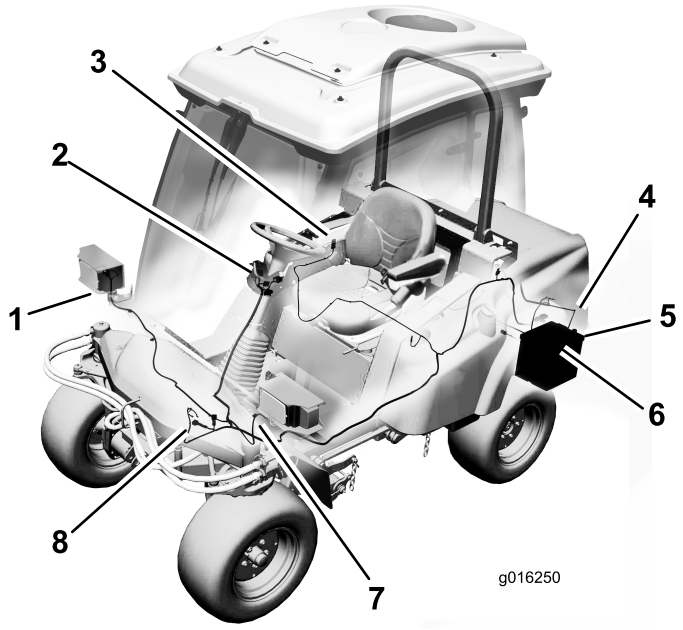

Figura 12
- Encaminhe os conectores de cablagem do farol esquerdo e direito ao longo da frente da plataforma de cada farol (Figura 12).
- Encaminhe a cablagem para a buzina e ligue os dois fios aos terminais (Figura 12).
- Retire os (2) parafusos que fixam o painel de controlo à cobertura do depósito.
- Eleve o painel de controlo e localize o conector de cablagem rotulado **Accessory (Acessório)** (Figura 12).
- Encaminhe e ligue o pequeno terminal de anel da cablagem ao bloco de ligação à terra (Figura 12).
- Encaminhe e ligue o terminal de anel da cablagem ao pólo positivo (+) da bateria (Figura 12).
4. Ligação da lâmpada traseira (2)
- Encaminhe a cablagem ao longo da cablagem existente e tubo da estrutura à cablagem da lâmpada traseira esquerda (Figura 12). Ligue o conector da cablagem ao conector da cablagem da lâmpada. Prenda a cablagem à cablagem existente e ao tubo da estrutura com as cintas de cabo.